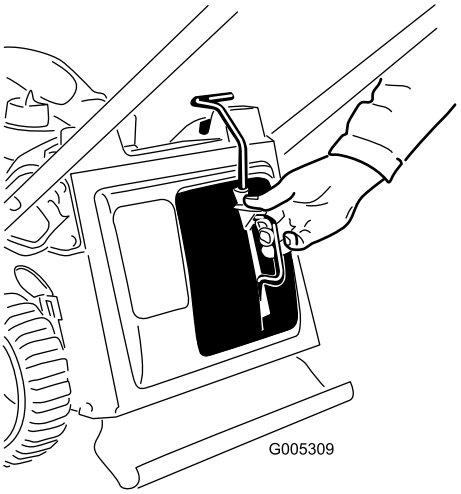

Figur 26
3. Før inn kvernepluggen (Figur 26).